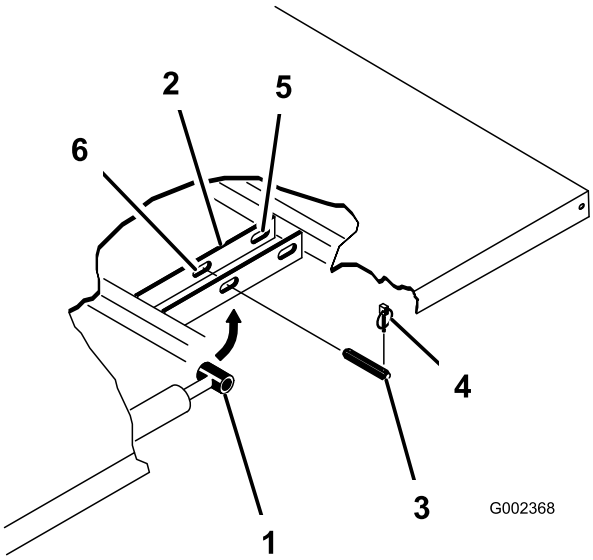

Figur 32
3. Fjern ringstiften fra den ytre enden av splittpinnene (Figur 32) på sylinderstaget.
4. Fjern splittpinnene som fester sylinderstaget til planmonteringsplatene, ved å skyve pinnene innover (Figur 32).
5. Fjern orepinnene og splittpinnene som fester svingbrakettene til rammen (Figur 32).